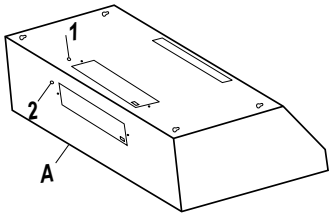

Fig.10
- Choisir le trou défonçable de câblage électrique approprié à enlever selon votre type d'installation. Utiliser le trou supérieur (1) pour une installation de ventilation par le dessus et le trou arrière (2) pour une installation de ventilation par l'arrière. Voir Fig. 10.